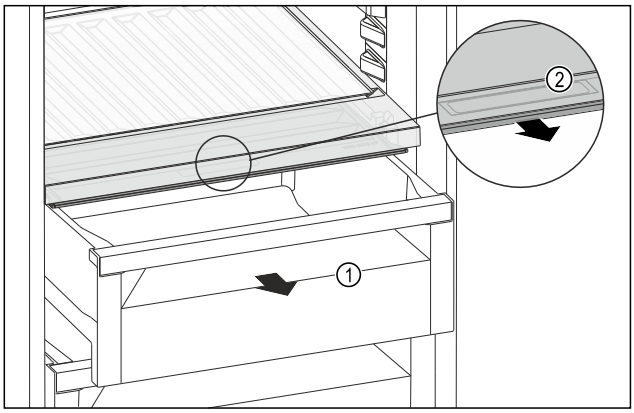

Fig. 174
- ▶ Retirer le tiroir *Fig. 174 (1)*.
- ▶ Saisir la poignée encastrée *Fig. 174 (2)* du couvercle du compartiment et tirer le couvercle du compartiment par l'avant.